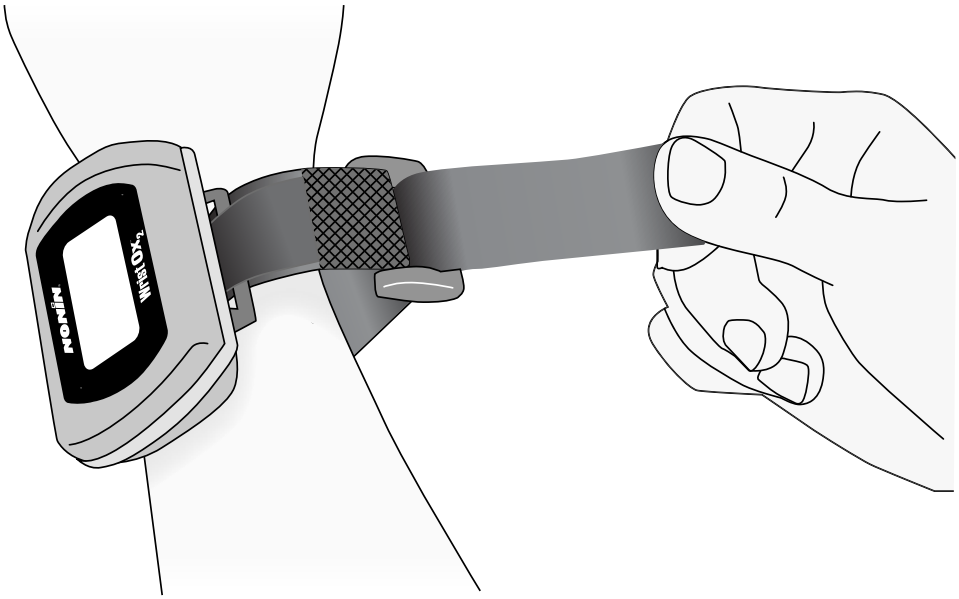

Afbeelding 13: De polsband straktrekken
3. Als u de polsband voor meervoudig gebruik gebruikt, steekt u het ronde uiteinde van de polsband door de kunststof ring. Trek de polsband door de kunststof ring totdat het hulpmiddel comfortabel op de pols rust (Afbeelding 13).